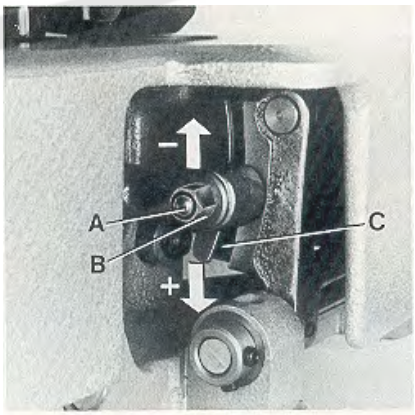

Fig.27
The length of the stitch can be adjusted by raising or lowering stud (A, Fig. 27) in the segment slot of feed rocker (C) located at the rear of machine below the cloth plate. Lowering stud (A) will lengthen the stitch, raising the stud will shorten the stitch. After loosening nut (B), stud (A) can be moved accordingly. When the desired stitch length is obtained, retighten nut (B).
Die Stichlänge kann durch Höher- oder Tieferstellen des Bolzens (A, Fig. 27) in der Nut des Transportantriebsrahmens (C) hinten an der Maschine unter der Stoffplatte verändert werden. Tieferstellen des Bolzens (A) verlängert den Stich, Höherstellen verkürzt ihn. Nach Lösen der Mutter (B) läßt sich der Bolzen (A) entsprechend verschieben. Wenn die gewünschte Stichlänge eingestellt ist, ziehen Sie die Mutter (B) wieder an.